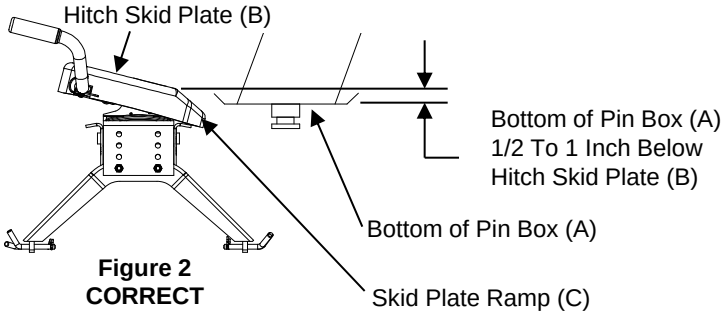

Figure 2
2. Using trailer jacks, adjust trailer height following the directions in the trailer manual so that bottom of trailer pin box ("A" in Figure 2) is ½ to 1 inch below skid plate (See "B" in Figure 2). During the hitching maneuver, the bottom of the trailer pin box should come in contact with skid plate ramp ("C" in Figure 2).